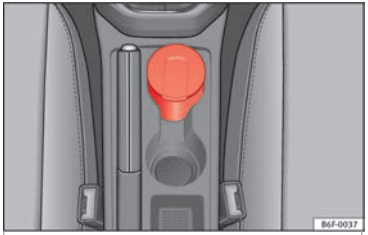

**Fig. 163** Ashtray in the centre console.
- To open the ashtray, lift the cover ››› **Fig. 163**.